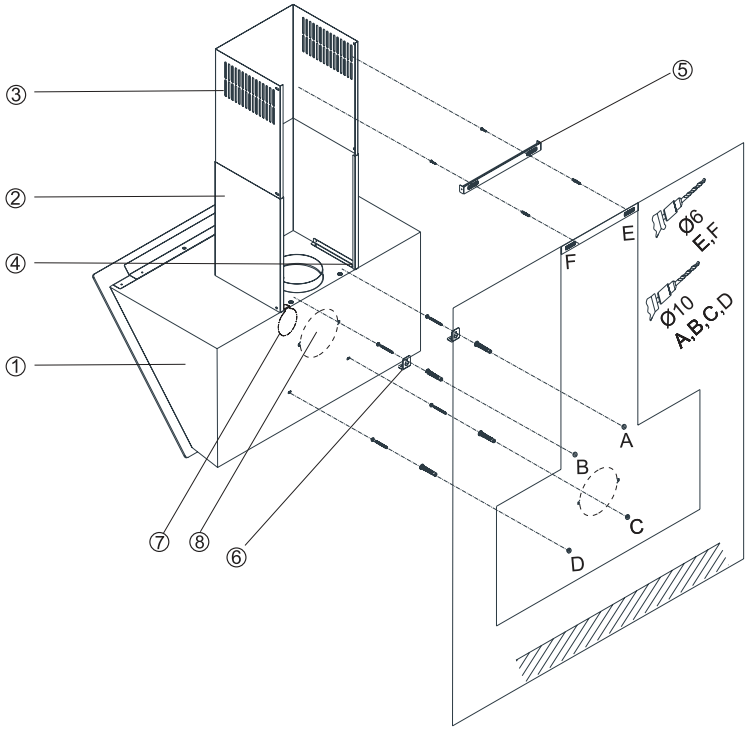

Abb.2: Montageskizze
Der Elektroanschluss erfolgt an eine Steckdose die hinter dem Grund- oder Teleskopschacht (⇨ Abb. 2) anzubauen ist.
- Löcher der Befestigungspunkte A, B C und D bohren, Dübel einsetzen und die Schrauben an den Punkten A+B zu ¾ eindrehen (⇨Abb. 2)
Die Montagewinkel oben hinten am Haubenkörper mit den 2 Schrauben M5 befestigen (⇨ Abb. 2 ⑤).
Grund- und Teleskopschacht (⇨ Abb. 2 S.14) werden nun montiert.